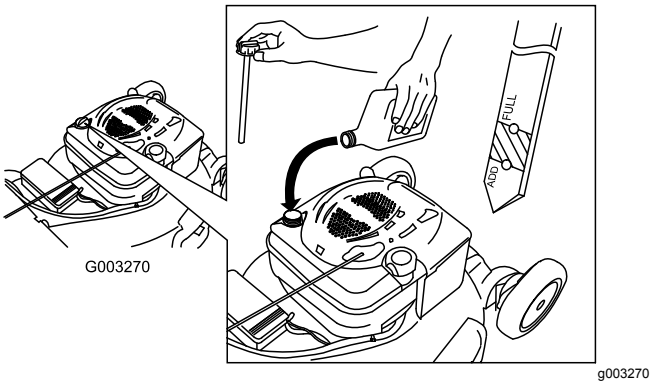

**Rysunek 6**
2. Wyjmij wskaźnik poziomu (Rysunek 6) i napełnij skrzynię korbową w około 3/4 olejem, wlewając go do rury wlewu oleju.
5. Wyjmij wskaźnik oleju i odczytaj poziom oleju na nim; patrz Rysunek 6.
- Jeśli poziom oleju jest zbyt niski, dodaj powoli małą ilość oleju do rury wlewu oleju, a następnie powtarzaj kroki od 3 do 5 do chwili, gdy poziom oleju będzie prawidłowy, zgodnie z Rysunek 6.